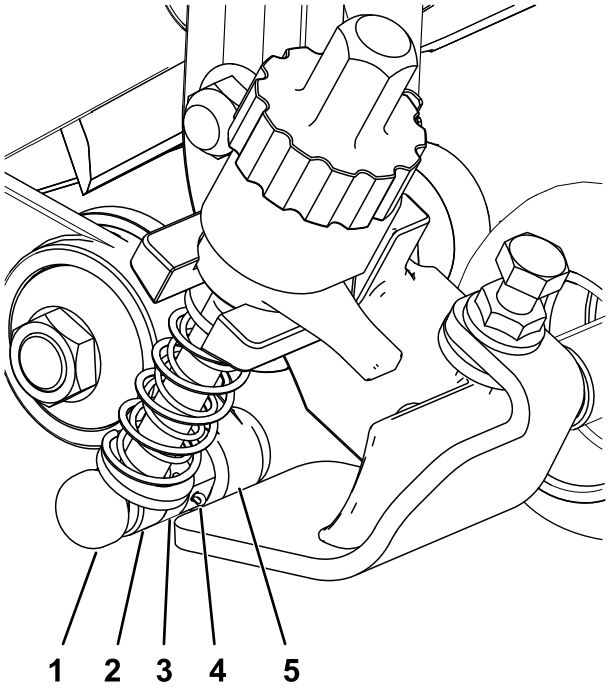

Figur 12
3. På lederullenhetsiden innrett klippehøydebrakettens justeringsarm-stang med reguleringsmuffen på lederullsystemet, og fest den med en justeringssplint og en låsesplint (Figur 12).